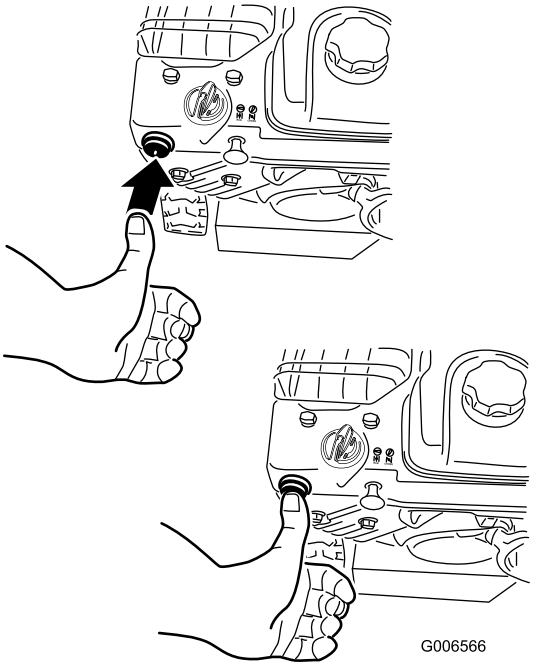

Figur 27
4. Snapsa genom att trycka in knappen ordentligt med tummen två gånger (vid –9 °C eller högre) eller fyra gånger (under –9 °C) och hålla in knappen en sekund vid varje tryckning innan du släpper den igen (Figur 27).